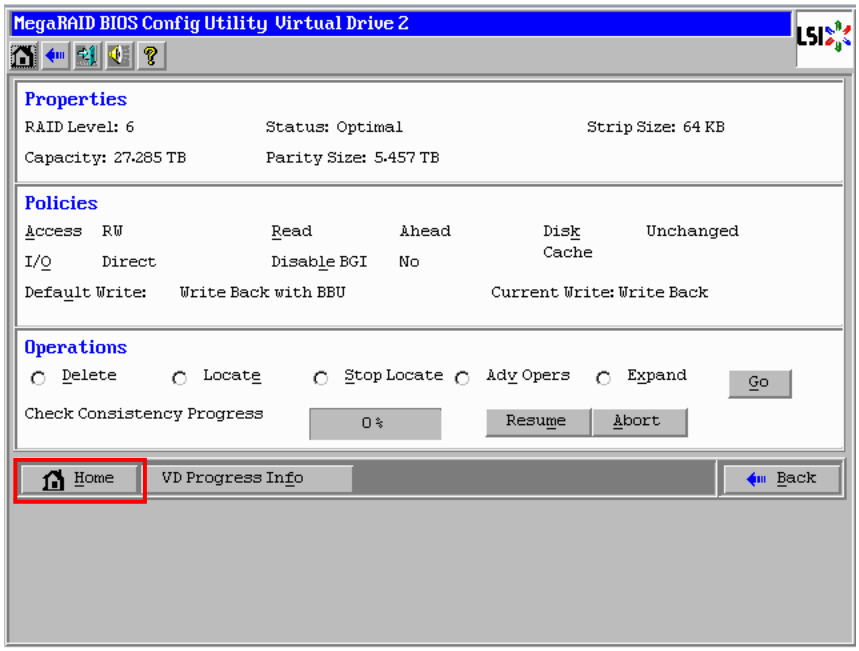

Figure B.2.8-11 Virtual Drive window (2)
(13) The virtual drive window (2) is displayed as shown in Figure B.2.8-11.